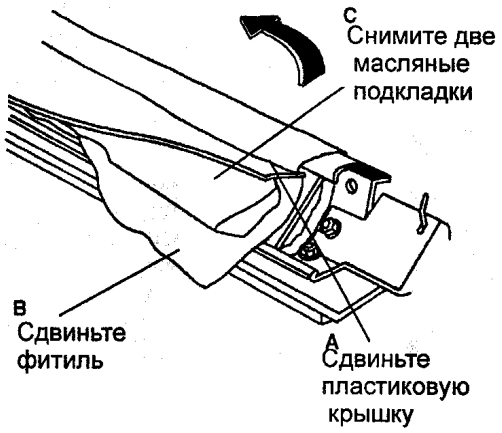

Рис. 1 Снятие масляных подкладок
4. (РИС. 1): СНИМИТЕ МАСЛЯНЫЕ ПОДКЛАДКИ.